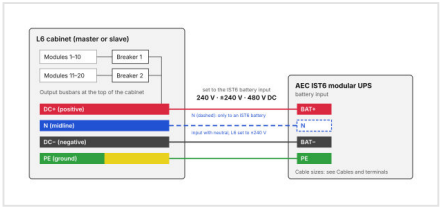

FIGURA 5-5 Un armadio L6 collegato all'AEC IST6
5. Collegate l'altra estremità all'ingresso batteria dell'IST6: + al + batteria, – al – batteria, N al neutro della batteria solo nei casi indicati sopra, PE alla barra di terra (Figura 5-5; manuale d'uso dell'IST6).